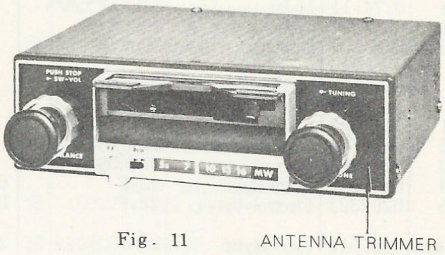

Fig. 11
1. Adjustment of antenna trimmer (C151) (See Fig. 11)